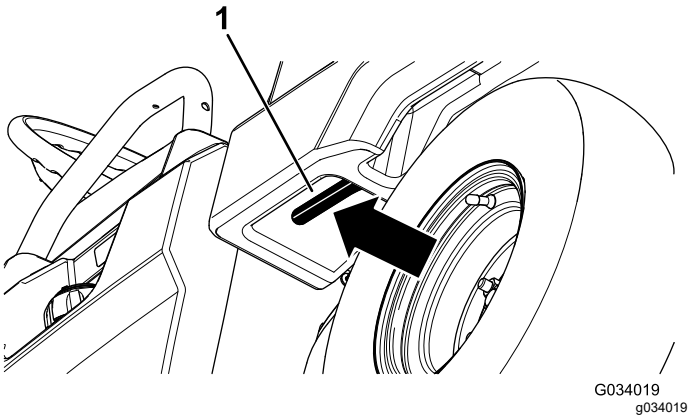

Bild 15
1. Ziehen Sie den Hebel an der linken Innenseite der Ladepritsche zu sich und heben Sie die Ladepritsche an (Bild 15).
1. Heben Sie den Riegel an, um die Ladepritsche etwas anzuheben (Bild 15).